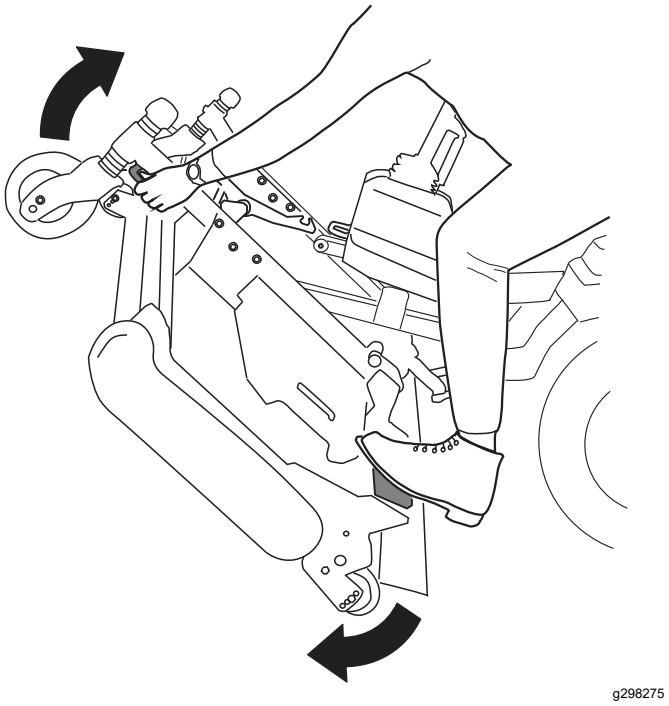

Figur 36
5. Vrid klippenheten (Figur 36) så att spärren kopplas ihop med låsfästet (Figur 37).
1. Lossa på klippenhetens spärr från låsfästet (Figur 38) genom att vrida klippenheten något framåt (se Figur 36) och dra spärrhandtaget framåt.